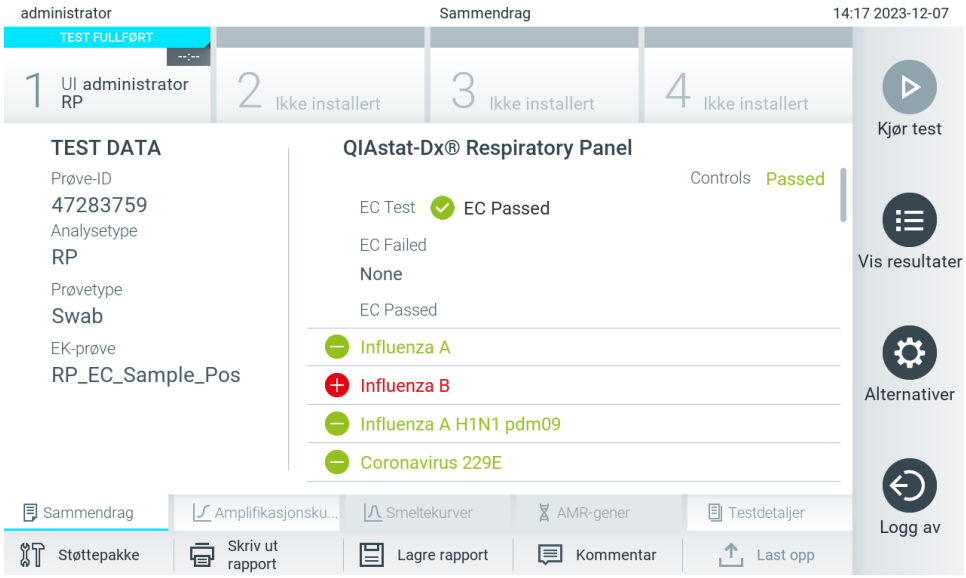

Figur 100. Skjermbildet EC Results Summary (Sammendrag av EC-resultat).
12. Etter at analysekassetten til QIAstat-Dx er matet ut, vises skjermbildet Summary (sammendrag) med resultater (figur 100). Du finner mer informasjon i avsnitt 8.3.